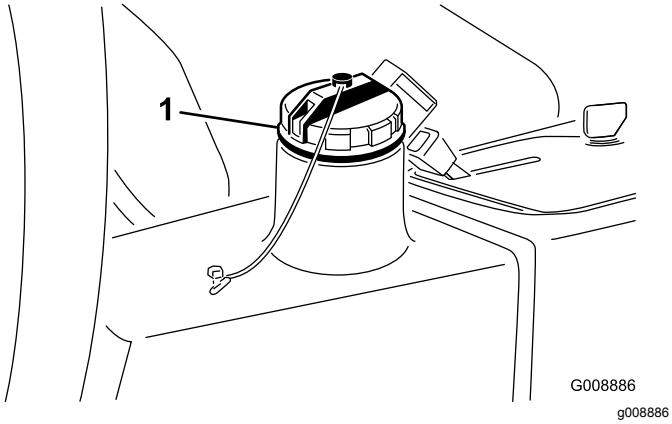

Rysunek 75
4. Napełnij zbiornik (Rysunek 75) ok. 13,2 litra świeżego oleju hydraulicznego, patrz Przegląd układu hydraulicznego (Strona 29).